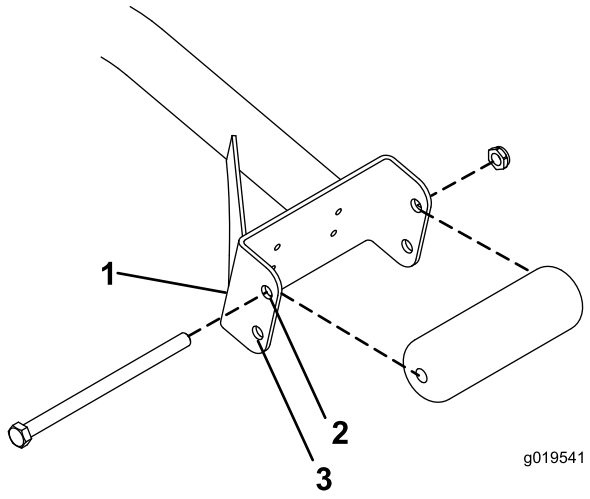

Figur 3
- Hvis du bruker en 27-tommers klippeenhet, installerer du valsene i de øvre monteringshullene av støtteenhetskanalene.(Figur 3).
- Hvis du bruker en 32-tommers klippeenhet, installerer du valsene i de nedre monteringshullene av støtteenhetskanalene.(Figur 3).